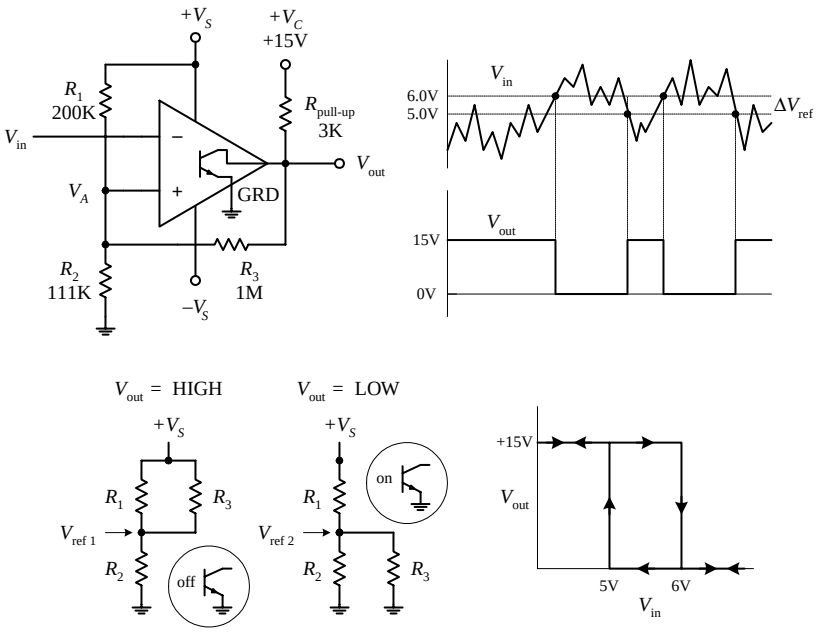

FIGURE 7.30
In the inverting comparator circuit shown in Fig. 7.30, positive feedback through R_3 provides the comparator with two threshold voltages or triggering points. The two threshold voltages result from the fact that the reference voltage applied to the noninverting terminal is different when V_{out} is high (+15 V) and when V_{out} is low (0 V)—a result of feedback current. Let's call the reference voltage when the output is high V_{ref1}, and call the reference voltage when V_{out} is low V_{ref2}. Now let's assume that the output is high (transistor is off) and $V_{in} > V_{ref1}$. In order for the output to switch high, V_{in} must be greater than V_{ref1}. However, what is V_{ref1}? It is simply the reference voltage that pops up at the noninverting terminal when the output transistor is off and the output is high (+15 V).